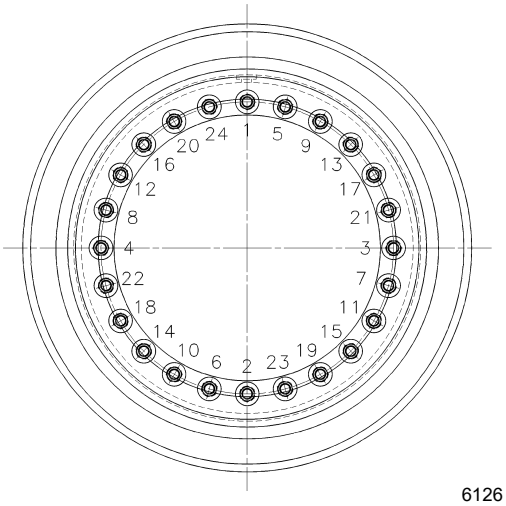

FIGURA 8-2
3. Instale os conjuntos de rodas nos prisioneiros de montagem. Instale as porcas parafuso e aperte-as com um torque de 50 lb-pé (68 Nm) na sequência mostrada na (Figura 8-2).
5. Aperte as porcas parafuso com torque de 340 a 360 lb-pé (461 a 488 Nm) na sequência mostrada na (Figura 8-2).